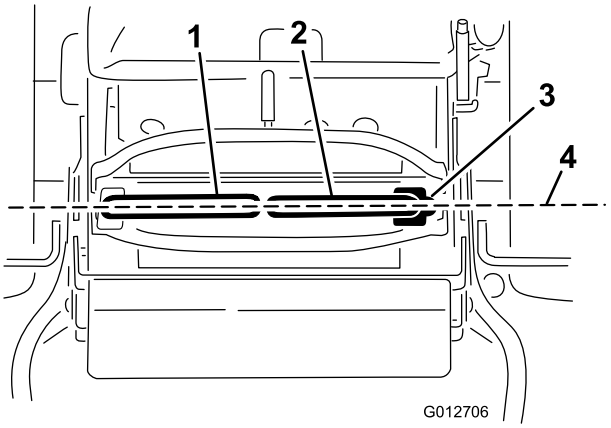

Figur 72
Viktigt: Kontrollera att klipparens spårning är korrekt när rörelsereglagespakarna har justerats. Justera spårningen och rörelsereglagespakarns inriktning framifrån–bakåt är samma sak (Figur 72).
1. När den horisontella inriktningen är färdig kontrollerar du inriktningen framifrån–bakåt genom att trycka rörelsereglagen lite framåt så att rörelsereglagens länkage sträcks (Figur 72).